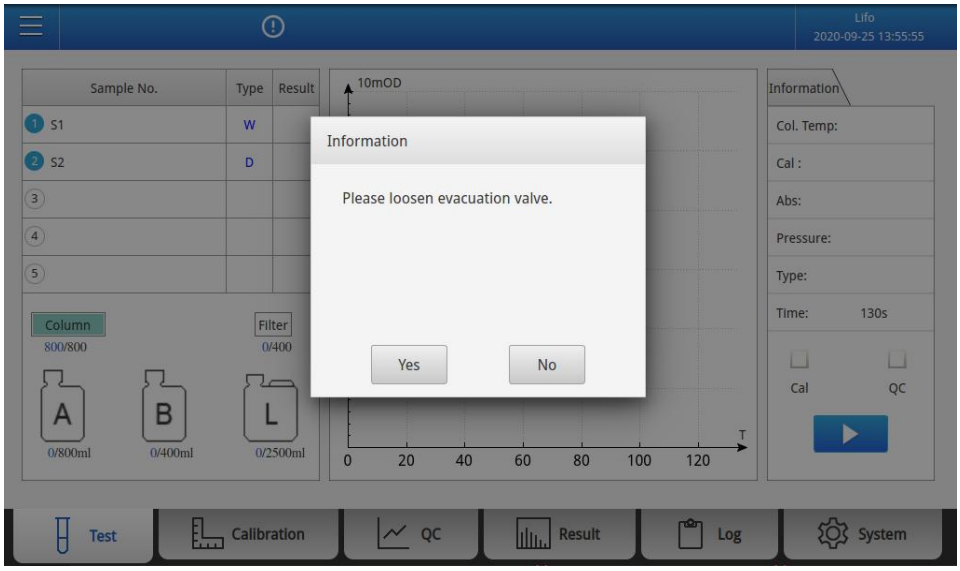

Fig. 5-24 After click "Yes"button
4)Empty the waste bottle then click "**Yes**" button. (A waste bottle can only hold a single load of reagents). The **Fig. 5-24** is displayed.